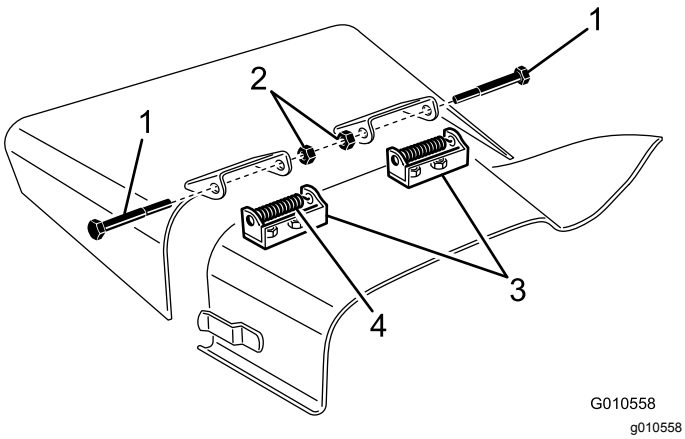

Figur 31
4. Fjern de to hodeskruene, låsemutterne og fjærene som holder avlederfestene festet til svingbrakettene (Figur 31).
5. For å fjerne svingbrakettene, fjern låseskruene og mutrene (Figur 31).